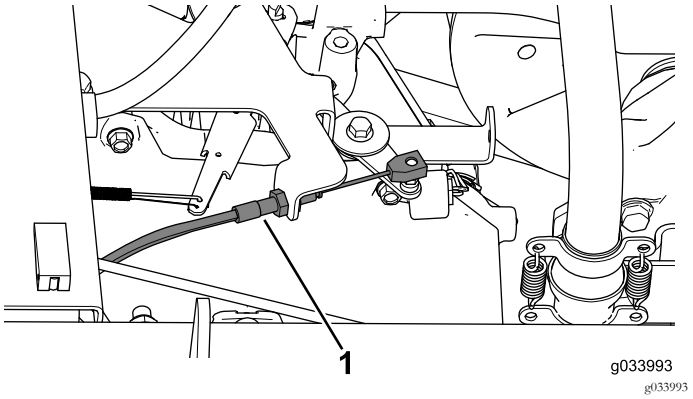

Figur 9
3. Koble gasskabelen fra gasspaken og fjern den fra gassbraketten (Figur 9).